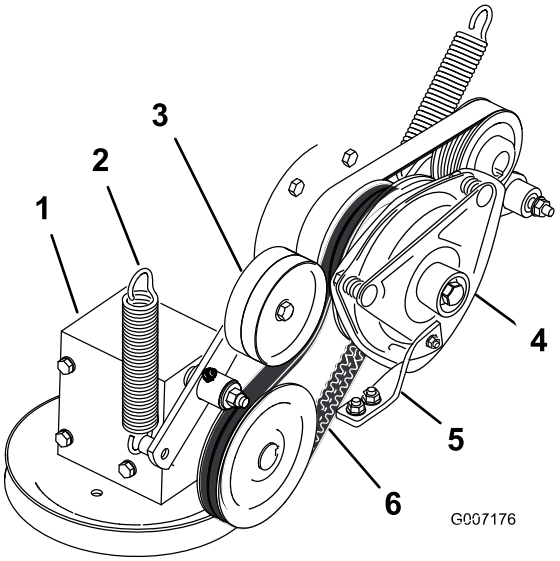

Rysunek 73
4. Zdejmij sprężynę z ramienia koła pasowego luźnego (Rysunek 73).
7. Załóż pasek napędowy WOM wokół koła pasowego sprzęgła i koła pasowego skrzyni biegów (Rysunek 73).
9. Załóż sprężynę na ramię koła pasowego luźnego (Rysunek 73).